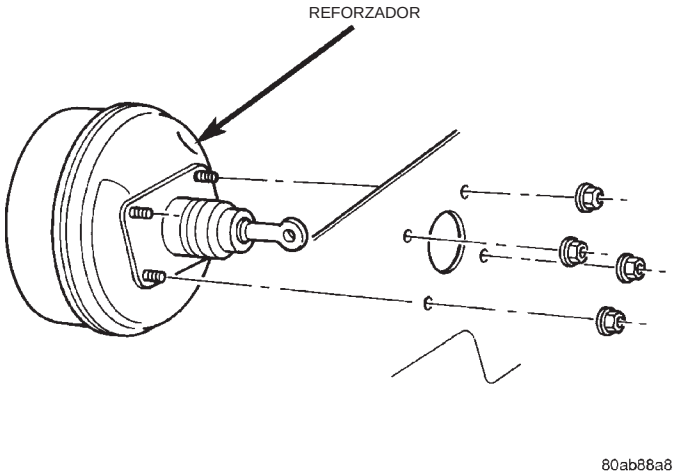

Fig. 23 Instalación del reforzador
(9) Retire las tuercas que fijan el reforzador en el lado del habitáculo de la plancha de bóveda (Fig. 23).